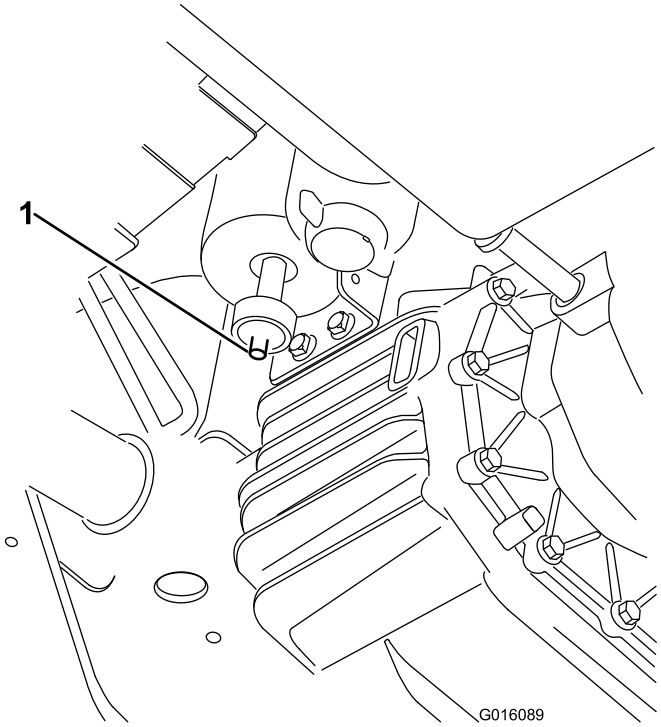

Figuur 40
1. Zoek het luchtfilter onderaan de koolstofhouder (Figuur 40).